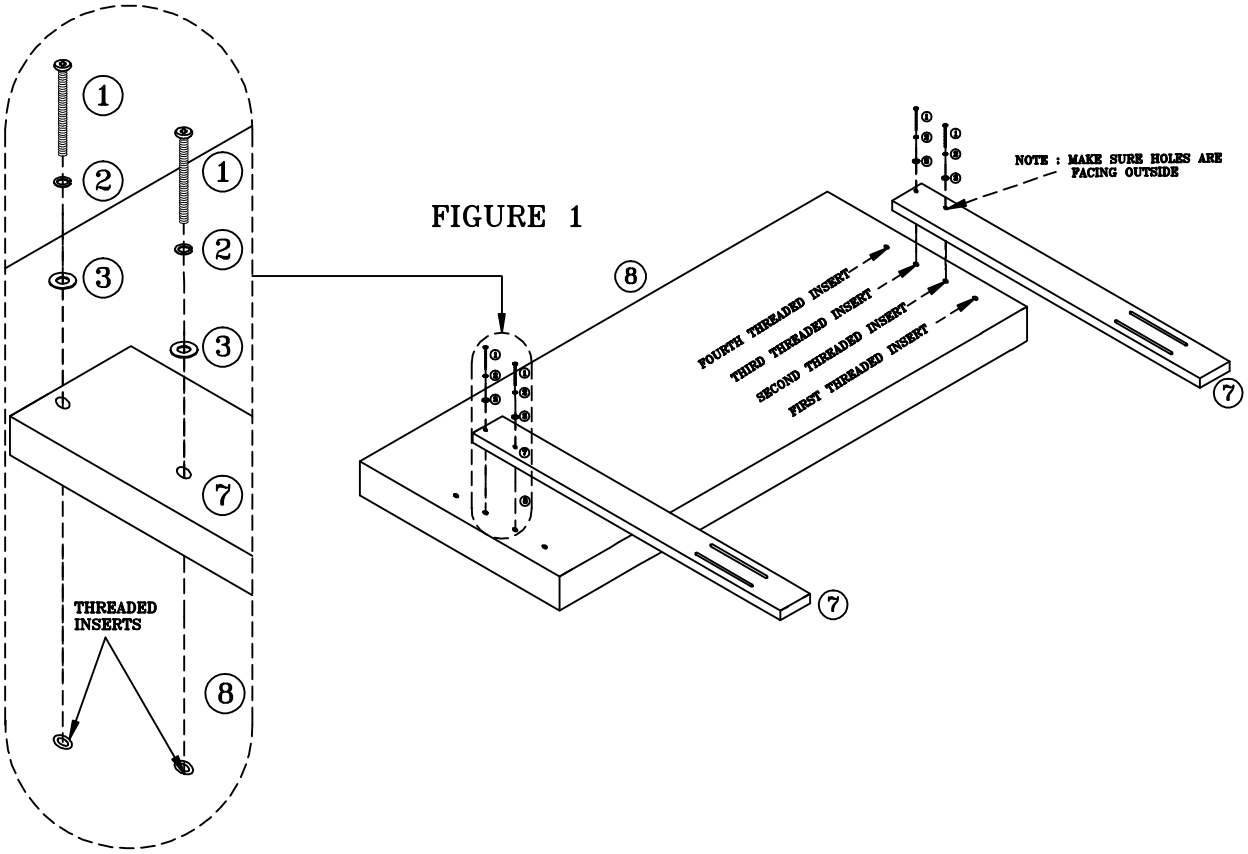

FIGURE 1
- Place headboard panel (8) face down on flat and clean surface. SEE FIGURE 1
- Align holes on headboard post (7) with threaded inserts on back panel (8). SEE FIGURE 1